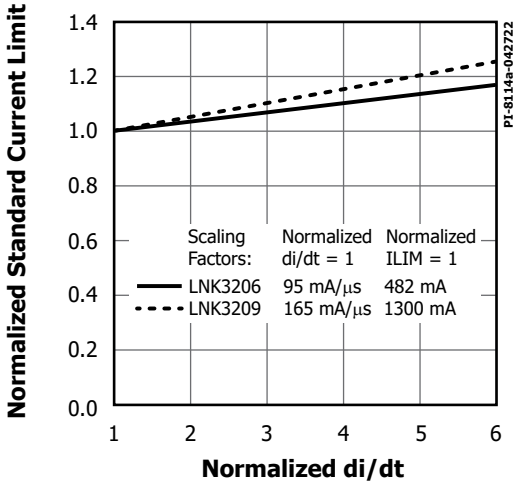

Figure 21. Standard Current Limit vs. di/dt.
D. For current limit at other di/dt values, refer to Figures 21 and 22.